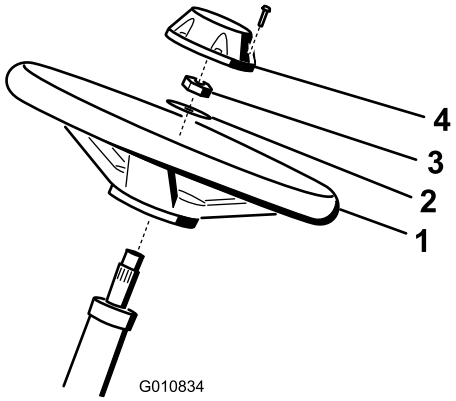

Figur 5
1. Trä på ratten på styraxeln (Figur 5).
2. Trä på brickan på styraxeln (Figur 5).
3. Fäst ratten på axeln med en låsmutter och dra åt den till 27–35 Nm (Figur 5).
4. Montera kåpan på ratten och fäst den med sex skruvarna (Figur 5).